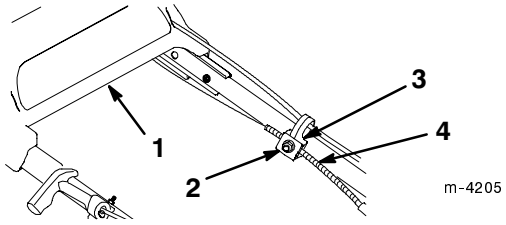

Figure 31
3. Loosen the cable support nut (Fig. 31).
6. Pull the cable jacket down (toward the lawn mower) to remove all the slack in the cable (Fig. 31).
7. While holding the cable jacket in place, release the drive bracket and tighten the nut on the cable support (Fig. 31).